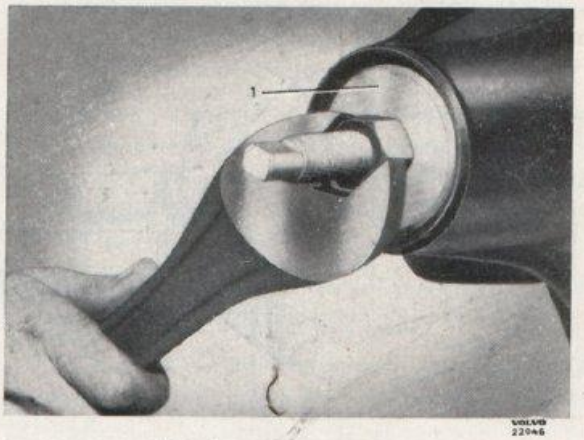

Bild 5-21. Mont. av lagerringar
3. Lägg det antal justermellanlägg (30) för bakre pinjonglagrets ytterring, som fanns vid isärtagningen, i kåpan och pressa därefter i ytterringarna med hjälp av verktyg SVO 4047, se bild 5-21.